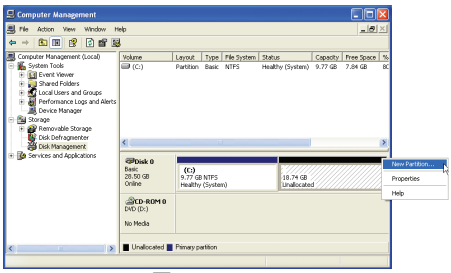

図 6
5. オペレーティングシステムをインストールする前にハードドライブを適切に分割していなかった場合、ハードドライブの空きスペースを使用して新しいパーティションを作成することができます (図6、7)。ただし、**ディスク管理**に示されたハードドライブのシステムパーティションに未割り当てのスペースがない場合、新しいパーティションを作成したり Xpress Recovery2 を使用することはできません。この場合、オペレーティングシステムを再インストールし、ハードドライブを再分割してください。